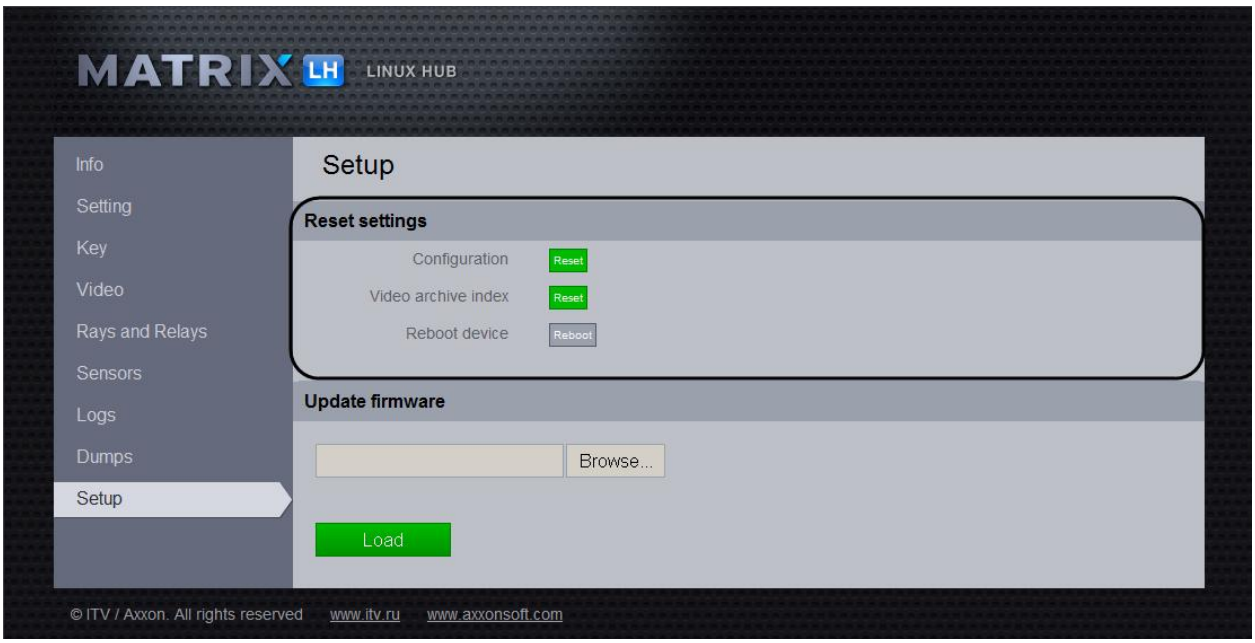

Figure 7.3—9 Resetting some of the configuration parameters (Setup tab)
The **Setup** tab (Figure 7.3—9) allows resetting some configuration parameters of the LS (LH).